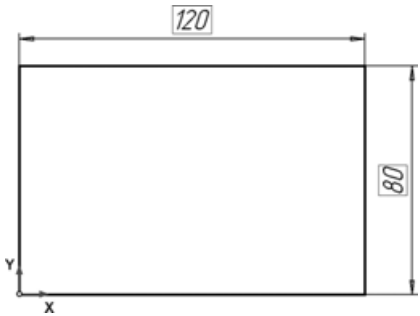

Рис. 2.40
- Аналогичным образом проставьте линейный вертикальный размер 80 мм, определяющий высоту прямоугольника (рис. 2.40).